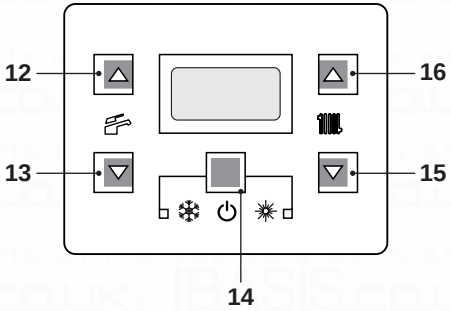
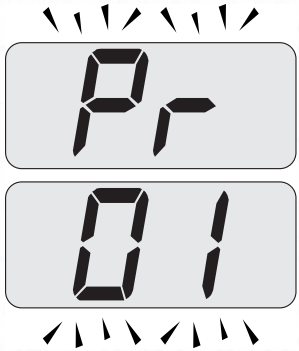
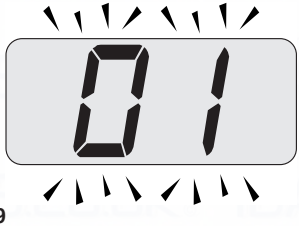

Fig. 7.47
Fig. 7.48
Fig. 7.49
- Enter the ”programming mode” by pressing keys 14 - 15 - 16 (Fig. 7.47) for 10 seconds at the same time until the letters **Pr** that alternate with code **01** are displayed on the LCD display, indicating that ”parameter 01” (Fig. 7.48) has been activated.
- Press keys 14 and 16 (Fig. 7.47) at the same time until the value of parameter 01 (35=Advance Plus 25C or 36=Advance Plus 30C or 37=Advance Plus 35C) is displayed on the LCD display (Fig. 7.49).
- Press keys 14 and 15 (Fig. 7.47) at the same time to exit without changing the value (return to the parameters list Fig. 7.48).
- Press keys 14 - 15 - 16 (Fig. 7.47) at the same time for 10 seconds to exit the ”programming mode”.